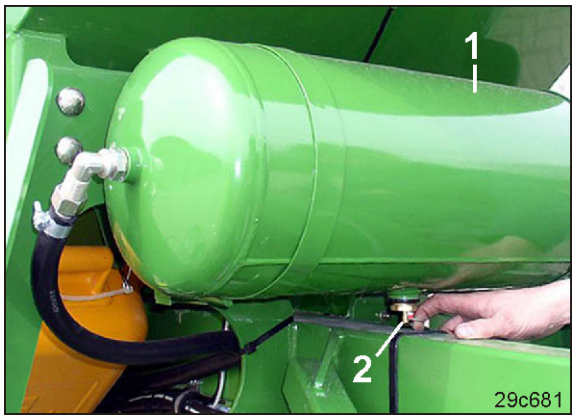

Fig. 247
1. Lad traktormotoren køre (ca. 3 min.), indtil trykluftbeholderen (Fig. 247/1) er blevet fyldt.
3. Træk tømmeventilen ud til siden i ringen (Fig. 247/2), indtil der ikke kommer mere vand ud af trykluftbeholderen.